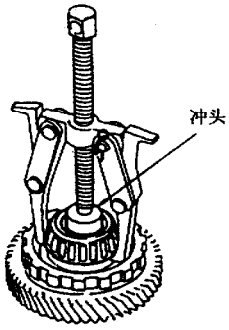

图 9－13－145
(7) 如图 9－13－146 所示，从变速器壳体上拆下中间齿轮轴承外座圈。